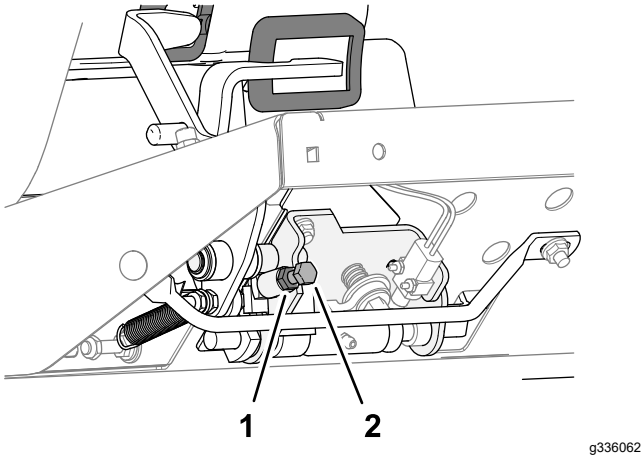

Figur 86
- Sænk klippehastigheden ved at dreje hastighedsstopskruen (Figur 86) med uret.